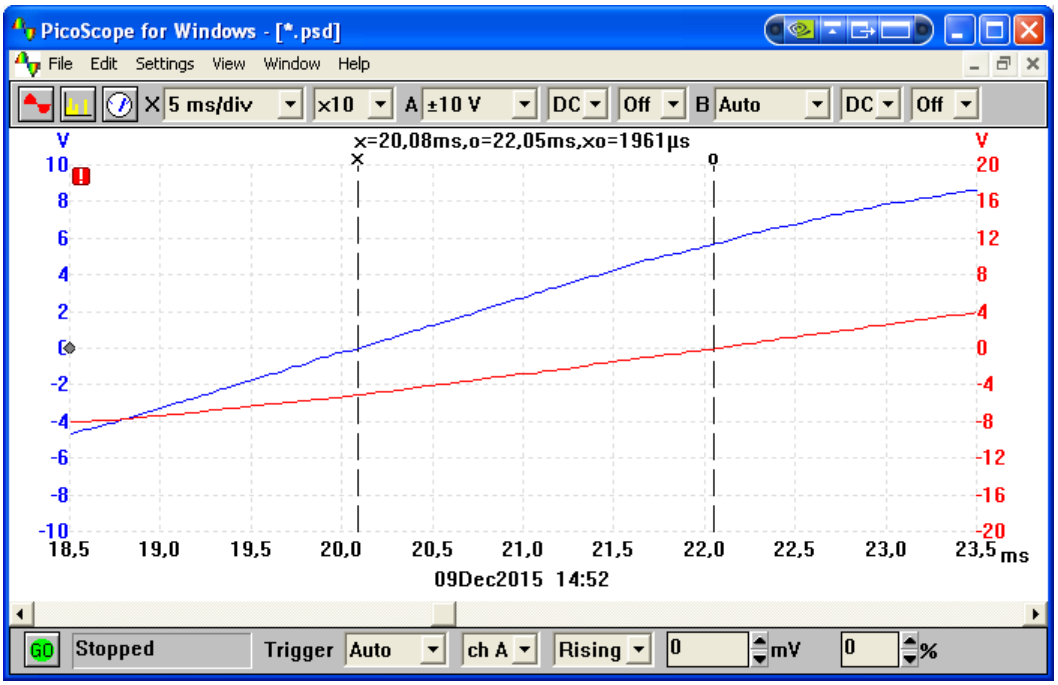

Rys. 4 Ustawienia linii pionowych do pomiaru czasu opóźnienia
12. Narysować pionowe linie w punktach, w których narastające zbocza sygnałów osiągają wartość 0. Linię ‘ x’ na sygnale wejściowym (niebieski), linię ‘o’ na sygnale wyjściowym (czerwony). W celu zwiększenia precyzji ustawienia linii należy ustawić mnożnik skali czasu na ‘x1 0’ – rys. 4.